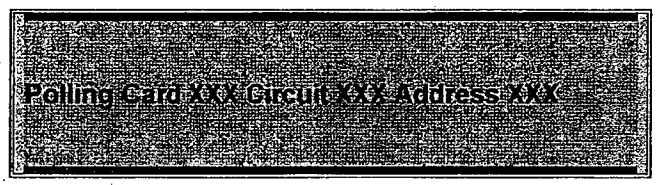

Figure 12D
3. Select the circuit to initialize (1-4). SmartStart feature configures new data base making any changes that have been detected. See Figure 12D.